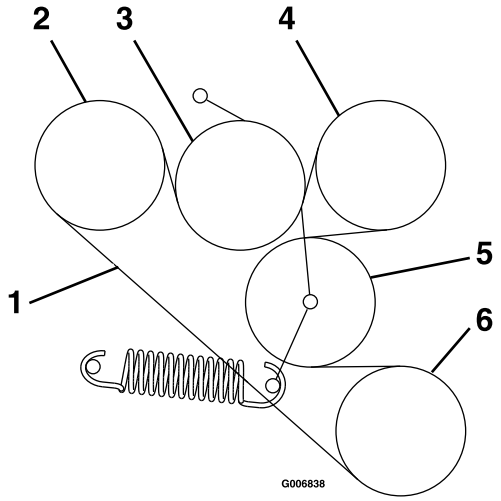

Figuur 59
6. Zet de nieuwe riem op de poelies zoals getoond op de sticker achterop de linkerkap van de aandrijving (Figuur 59).